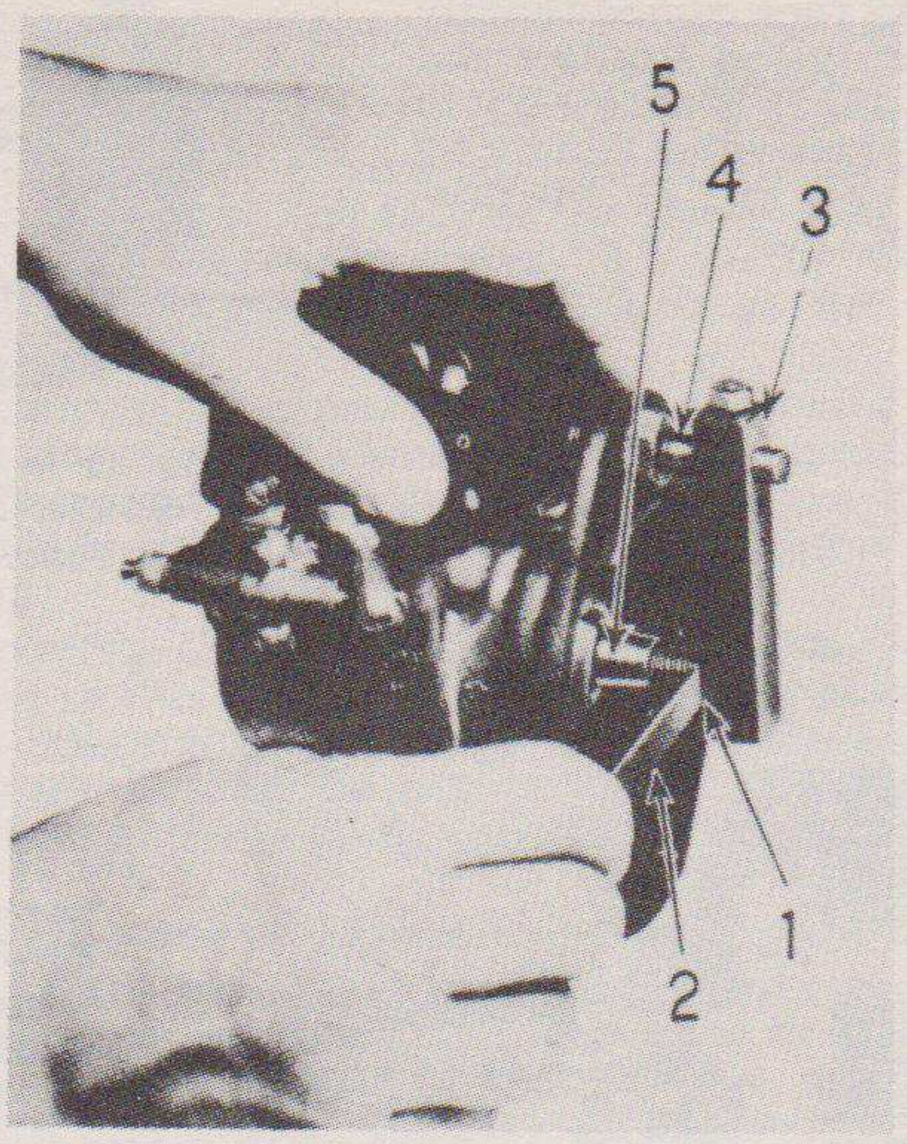

Fig. 32—Checking rotor end play. (1) Checking position. (2) Feeler gauge. (3) Fixture end piece. (4) Fixture mounting bolt. (5) Rotor shaft.
e.—Adjustment.—(1) Thoroughly clean the rotor assembly and bearing races of the old grease and any grit. Re-greasing of the bearings should not be done until they have been checked for end play.
(2) The bearings when assembled at the factory are preloaded .001" to .002". The rotor should never have any perceptible end play after it is assembled properly.
(3) Old bearings and races should be assembled without disturbing shims (2), Fig. 31. Should an end play check, (Fig. 32) reveal that end play is present, no attempt should be made to preload old bearings as this will cause rapid deterioration of the bearings. The recommended procedure when end play exists on old bearings is to replace them.
(5) Place sufficient shims (2), Fig. 31, in back of the new bearing race to allow a small amount of end play in the rotor shaft after it is completely assembled with the mounting flange in place and the mounting screws (1), Fig. 28 tightened up (end play should be checked with no grease on the bearings). The end play may then be checked with a dial indicator or by making a device as shown in Fig. 32. Then check the end play between the fixture (3), and the end (1) of the rotor shaft (5) with a feeler gauge (2).